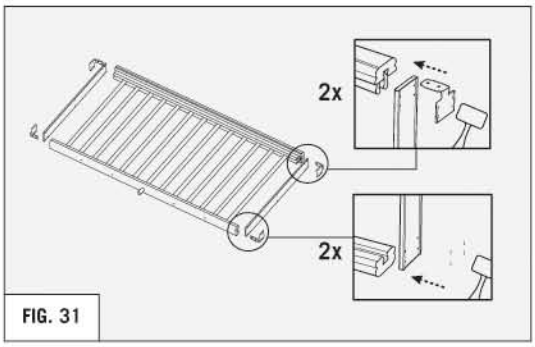

FIG. 31
5. Install metal brackets and mounting plates using a rubber mallet. **(REFER TO FIG. 31)**